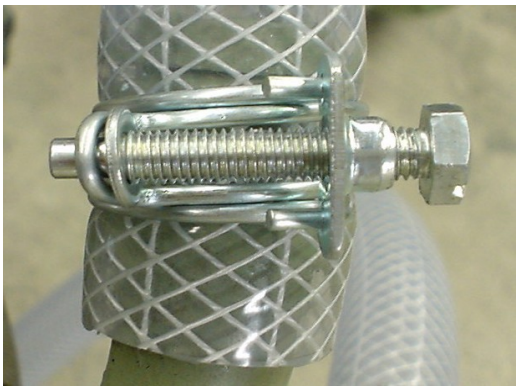

Fig. 5-115 Tightening of Hose Band
3. Ensure that the hose band is secured as shown in Fig. 5-115 when re-attaching the flange to the jacket cover.